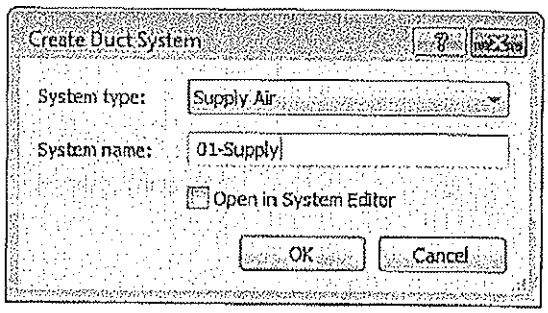

Figure 8–63
3. In the Create Duct System dialog box, the *System type* is preset if you selected a specific type of air terminal. In the *System name* field, enter a name as shown in Figure 8–63.